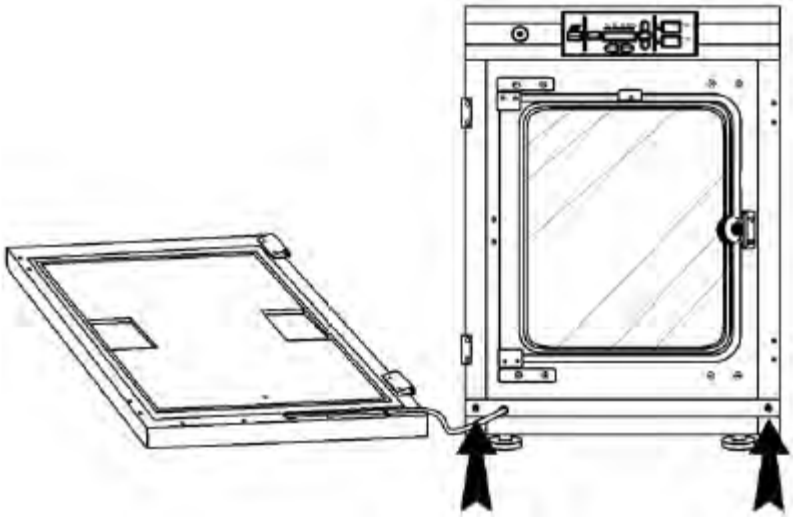

图 5-2. 拆下两个螺钉
3. 见图 5-2 中的外门插图。用十字螺丝刀从门铰链安装孔拆下并收好四个尼龙螺钉。黑色箭头指示螺钉的位置。